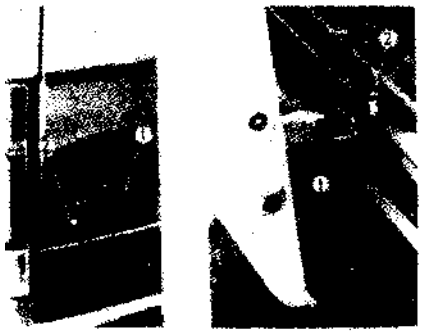

Fig. 4.1-28
2) Dismount the bolt for fixing lower roller arm assembly, pull the slide door backward to make slide hinge separate guide rail, dismount rear side slide door, see Fig. 4.1-28.